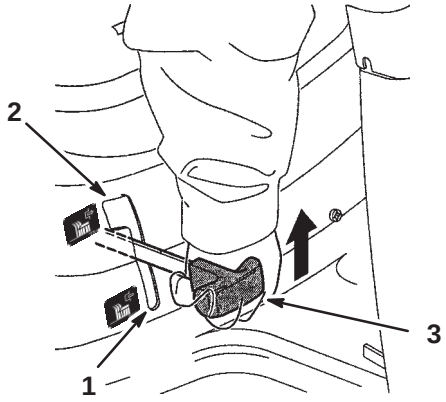

Figure 4
2. Slowly move the blade control (PTO) to Engaged (Fig. 4).
2. Move the PTO to Disengaged (Fig. 4).